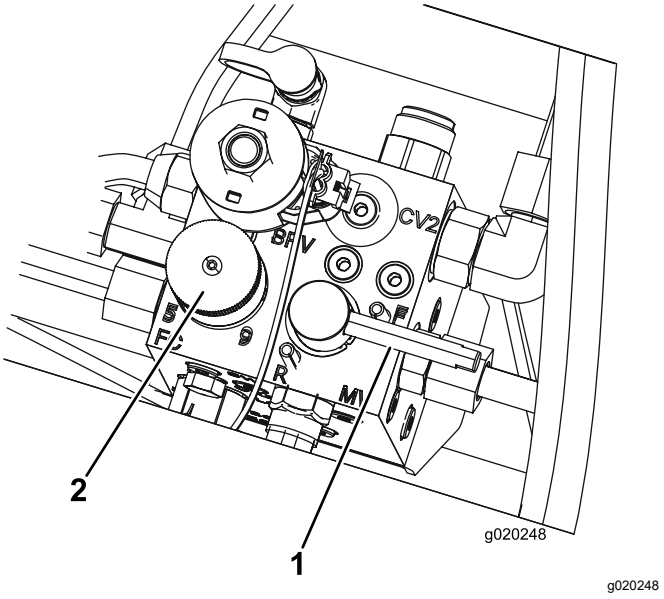

Figuur 82
5. Zet de toerentalregeling van de messenkooien op stand 1 (Figuur 82).
6. Zet de wethendel in de achteruitstand (R) (Figuur 82).